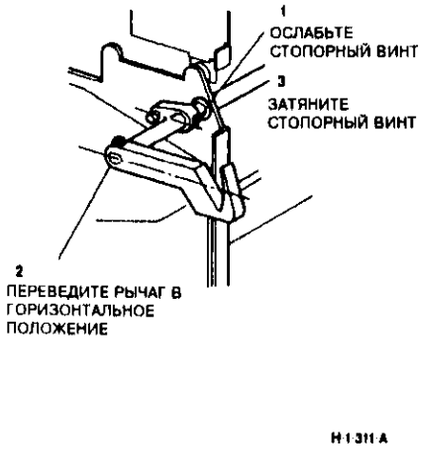

Рисунок 2 Регулировка фиксатора
1. (Рисунок 2) Отрегулируйте рычаг фиксатора.